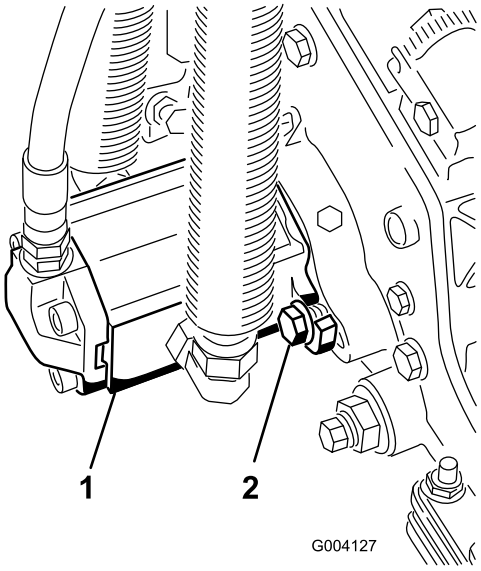

Bild 19
10. Montieren Sie den Motor; drehen Sie ihn nach rechts, damit die Motorflansche nicht die Kopfschrauben berühren (Bild 19). Drehen Sie den Motor nach links, bis die Flansche die Kopfschrauben umgeben. Ziehen Sie die Schrauben dann an.